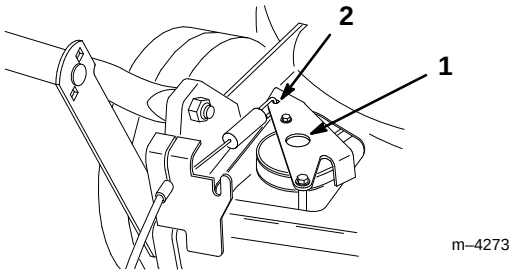

Figure 27
4. Push the drive bracket down until it contacts the lawn mower, then hold it in place (Fig. 27).